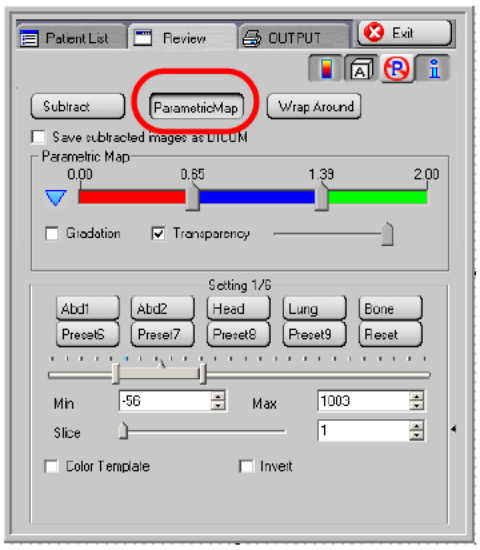

Figure 10-11: Parametric Map color bar
1. Click the **Parametric Map** button under the **Review** tab, as shown in Figure 10-11. The Parametric Map color bar will be displayed.